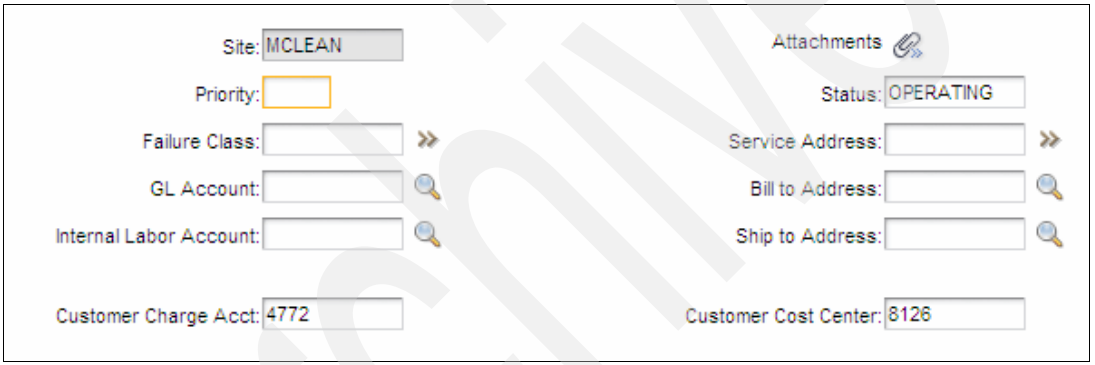

Figure 3-21 Locations (SP) application: 2
For readability purposes, we show the Locations (SP) in two Figures: Figure 3-20 on page 40 and Figure 3-21 on page 40.